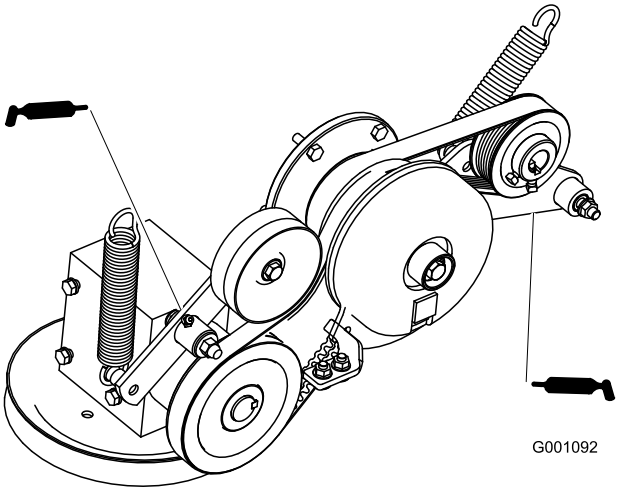

Figura 29
6. Engrase el brazo tensor de la correa de transmisión de la PTO (Figura 29).
7. Engrase el brazo tensor de la correa de la bomba (Figura 29).